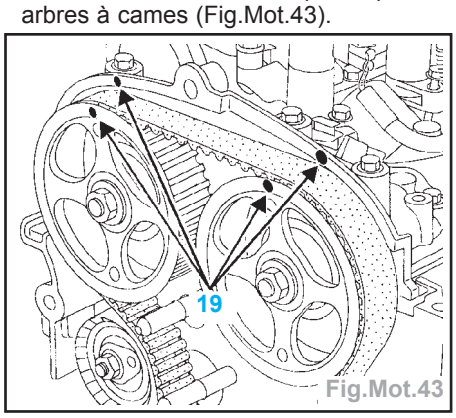

Fig.Mot.43
- Aligner les repères (16) et (17) si nécessaire, en desserrant d'un tour maximum l'écrou du galet tendeur tout en le maintenant à l'aide d'une clé six pans de 6 mm. Puis serrer définitivement l'écrou au couple de 2,8 daN.m.
- Effectuer un repérage (19) à l'aide d'un crayon entre les poulies des arbres à cames et le carter chapeau paliers arbres à cames (Fig.Mot.43).
- Piger le vilebrequin en se servant des repères effectués par l'opérateur entre les poulies des arbres à cames et le carter chapeau paliers arbres à cames (Fig.Mot.43). Ces repères doivent être alignés, cela permet d'être sûr que la pige soit bien dans le trou de pige et non dans un trou d'équilibrage vilebrequin (Fig.Mot.30).
- Effectuer un repérage (19) sur la couronne du déphaseur d'arbre à cames d'admission et sur la poulie d'échappement par rapport au carter chapeau palier arbres à cames (Fig.Mot.43).